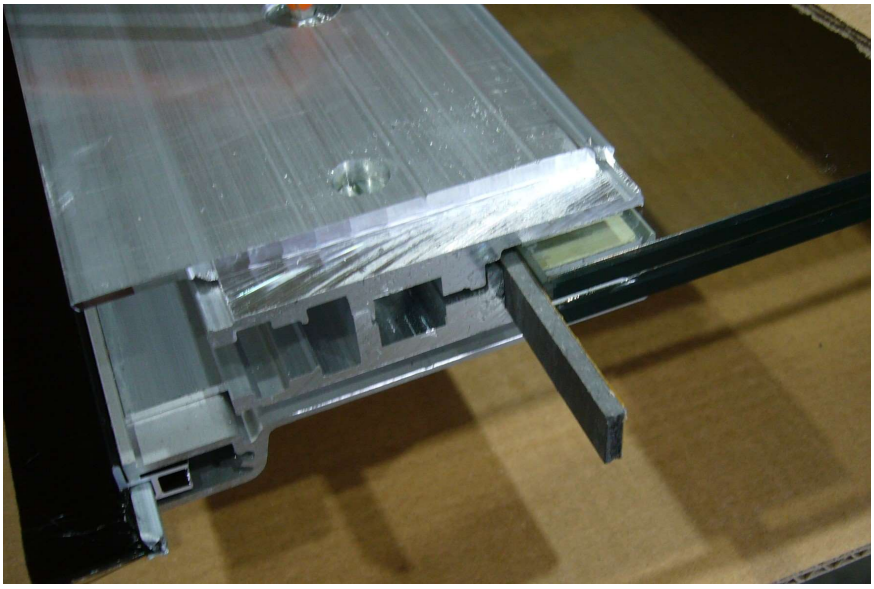

Abbildung 13
- Um den nötigen Glaseinstand von 25 mm zu gewährleisten, beidseitig (zwischen Schienengrund und Glaskante) Unterleghölzer / Kunststoff mit einer Dicke von 3 mm einschieben (Abbildung 13), diese etwas über das Klemmprofil herausstehen lassen, damit diese später leichter entfernt werden können